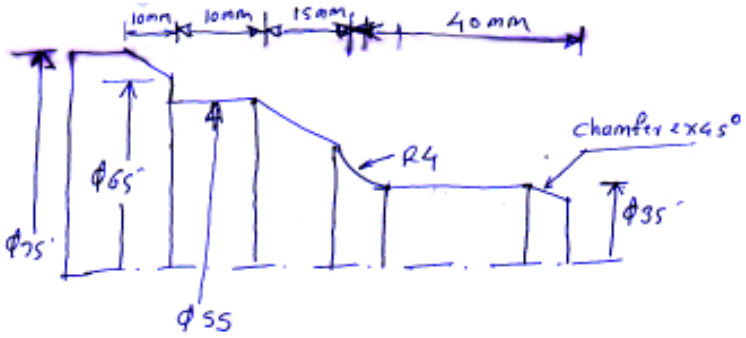

Figure 2
b) Write CNC part program for roughing and finishing cycle using canned cycle for turned components as shown in figure 2. Assume suitable cutting data: **[12]**